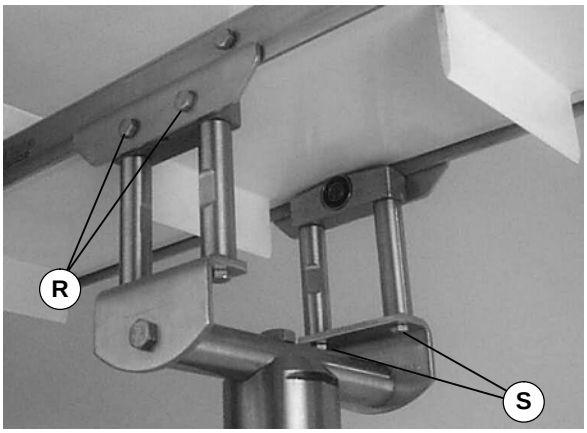

Abbildung 10
3. Die Klemmplatten zu beiden Seiten des Förderers befestigen (Abbildung 10). Die Schrauben (R) mit 10,4 Nm festziehen.